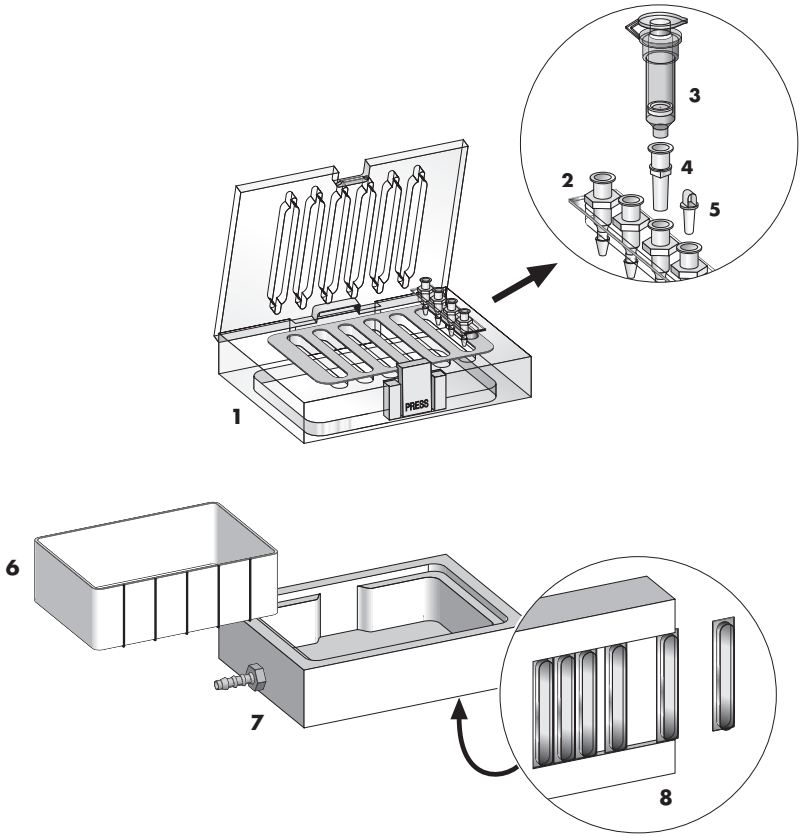

Figure 2. *Exploded diagram of QIAvac 6S manifold and components.*
For processing QIAamp Mini Spin Columns on the QIAvac 6S, set up the manifold as follows (see also Figure 2):
- Use the blanks provided to close unused slots of the QIAvac 6S. Blanks are stored in the underside of the QIAvac base plate when not in use (Figure 2, page 22). Do not store blanks in slots of the QIAvac 6S top plate as this can cause deformation of the gasket.